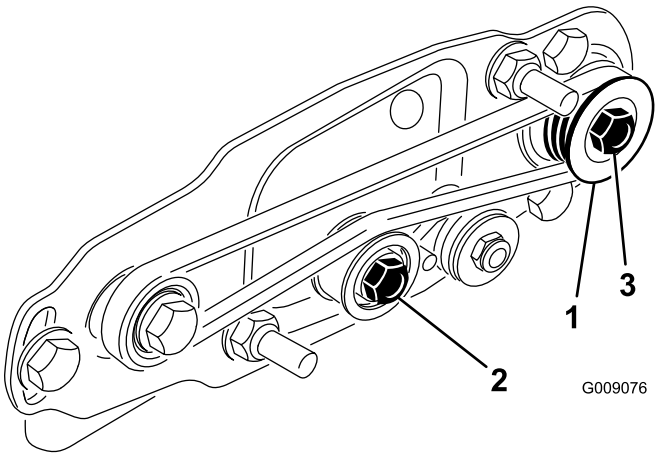
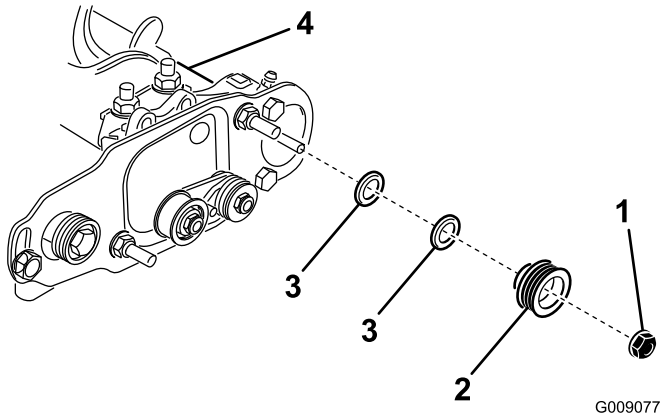

図 23
図 24
1. 受動プーリローラブラシのシャフト位置のは内外に動かすことができます図 23。
2. リールを回しながらつまり駆動プーリを回しながら、駆動プーリからベルトをはずす図 23。
3. 受動プーリをブラシシャフトに固定しているロックナットを取り外す図 23または図 24。
4. シャフトから受動プーリを取り外す図 24。
5. プーリを外側に出したい場合には、0.8 mm0.032 インチ厚のスペーサを1枚入れる図 24。プーリを内側に入れたい場合には、0.8 mm0.032 インチ厚のスペーサを1枚抜き取る。